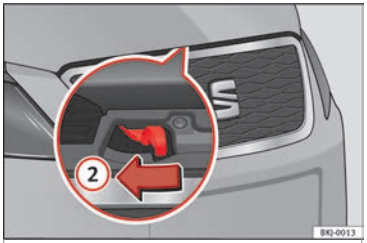

**Fig. 10** Lever under the bonnet.
- To lift the bonnet, press towards the left on the lever located under the bonnet, in the centre ››› Fig. 10 (2). The arrester hooks are released.